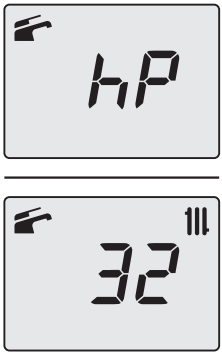

Figure 9.23
- Press button 15 (Figure 9.19) to vary the output in chimney sweep mode: when the LCD displays the letters **hP** that alternate with the temperature of the heating water (e.g. **32**), the "chimney sweep function" is at maximum output in heating mode (Figure 9.23).